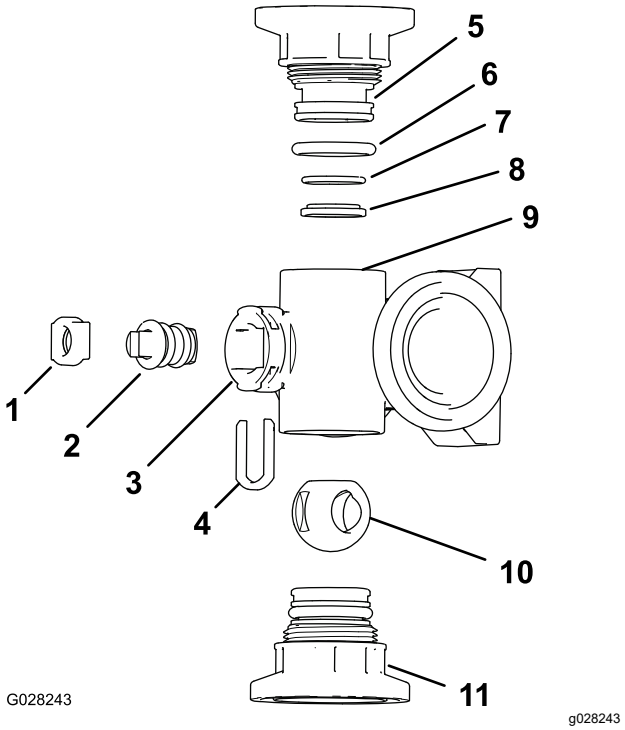
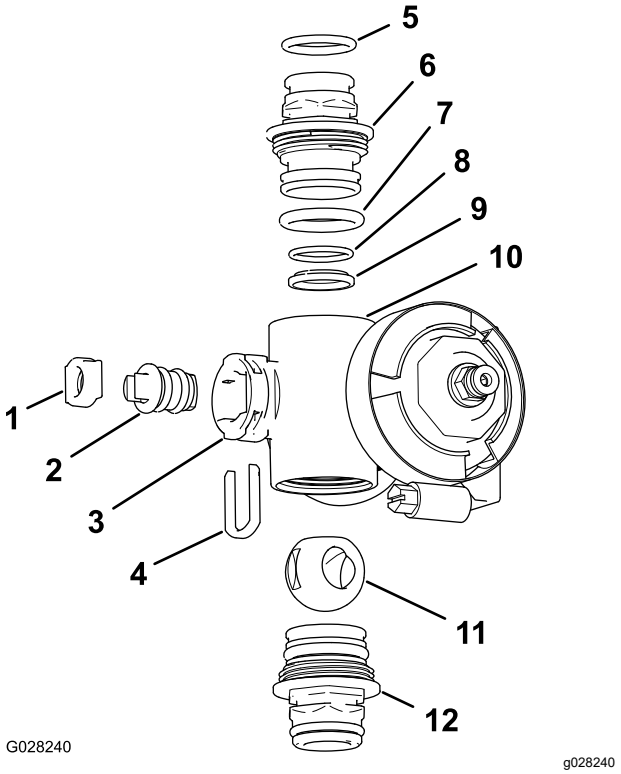

Figur 129
Figur 130
2. Ta bort ändkåpans två fästen från respektive ände av grenrörshuset (Figur 129 och Figur 130).
4. Ta bort ventilskafthållaren från hålen i grenrörets skaftport (Figur 129 och Figur 130).
5. Ta bort ventilskafthållaren och ventilskaftets säte från grenröret (Figur 129 och Figur 130).
6. Ta bort ventilskaftenheten inuti grenrörshuset (Figur 129 och Figur 130).
1. Kontrollera att utloppskopplingens o-ringar (endast sektionsventilens grenrör), ändkåpans o-ringar, bakre sätets o-ringar och kullagret inte är skadade eller slitna (Figur 129 och Figur 130).
2. Stryk på silikonfett på ventilskaftet och montera det i ventilskaftsätet (Figur 129 och Figur 130).
3. Montera ventilskaftet och sätet på grenröret och fäst dem med ventilskafthållaren (Figur 129 och Figur 130).
4. Kontrollera att bakre sätets O-ring och kullagret är inriktade och sitter ordentligt i ändkåpans fäste (Figur 129 och Figur 130)
5. Montera ändkåpans fästenhet på grenrörshuset tills flänsen på ändkåpans fäste vidrör grenrörshuset (Figur 129 och Figur 130), och vrid sedan ändkåpans fäste ytterligare ett åttondels till ett kvarts varv.